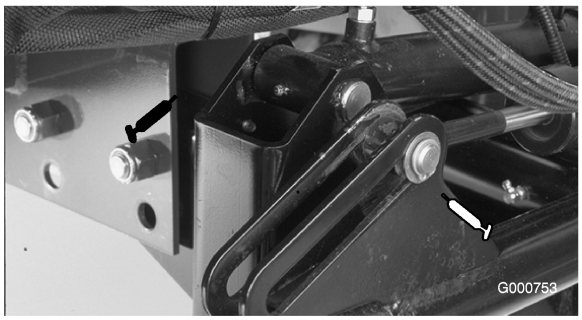
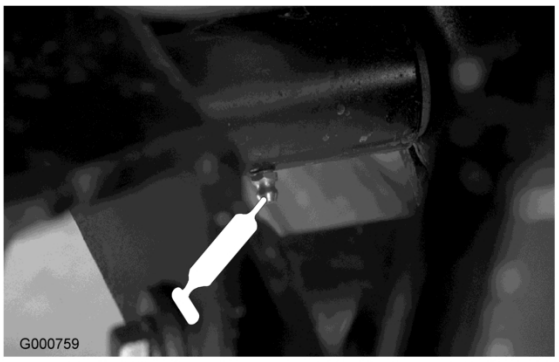

Figur 31
Figur 32
- Forreste løftecylindere (3) (Figur 31 og Figur 32)